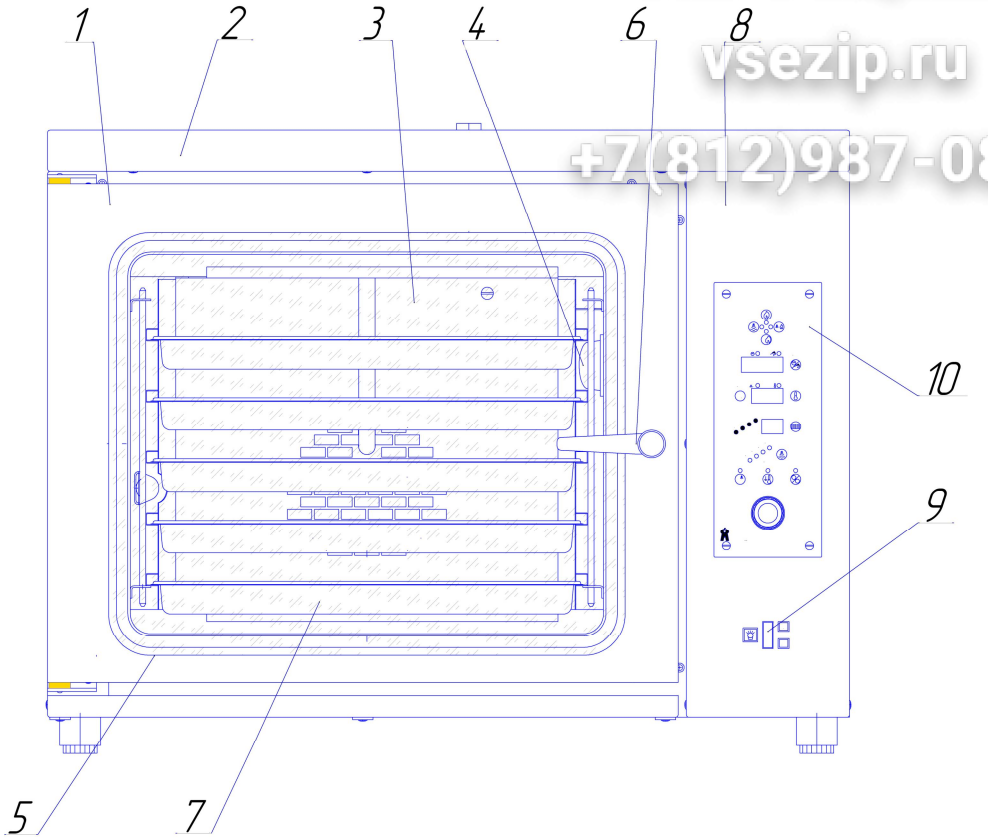

Рисунок 1 – Общий вид
8.4 Установить аппарат на стол производственный или подставку и произвести выравнивание его положения с помощью опор 5 (рисунок 1).